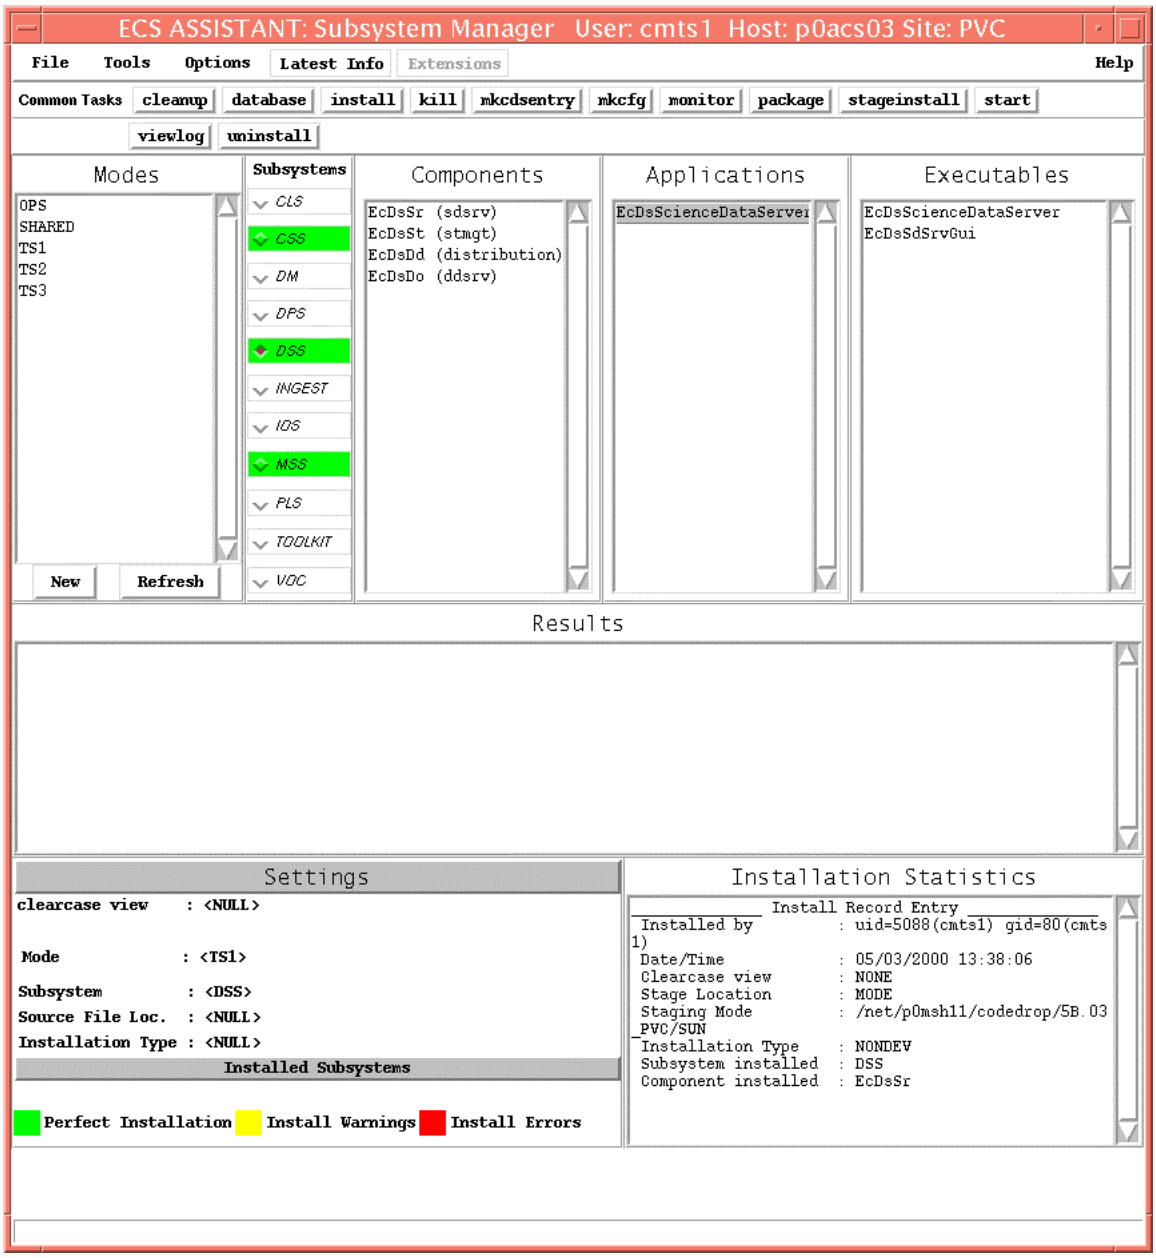

Figure 16. Subsystem Manager GUI
- This will invoke the Subsystem Manager GUI, as indicated in Figure 16.